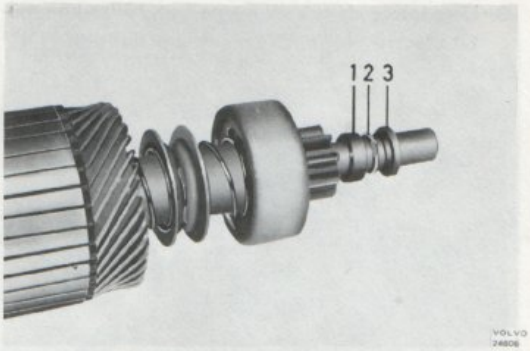
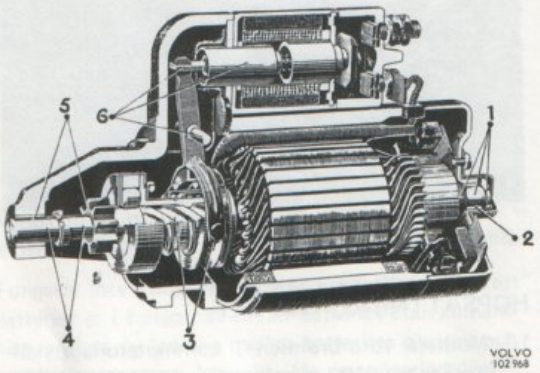

Bild 86. Drev och låsringar
Bild 103. Smörjschema för startmotor
5. Lossa anslagsbrickorna på rotoraxeln. De tunna brickorna (för axialspelsjustering) samt bricka 3, bild 86, lyfts bort genom att dras rakt ut på axeln. Den tjocka brickan, 1 bild 86, slås först in 5–8 mm på axeln så att låsringen, 2 bild 86, kan tas bort varefter brickan dras av axeln.
2. Montera startdrevet på rotoraxeln, sätt därefter på brickorna och låsringen enligt bild 86. Smörj rotoraxeln enligt anvisningarna på bild 103.
1. Smörj startmotordelarna enligt bild 103.